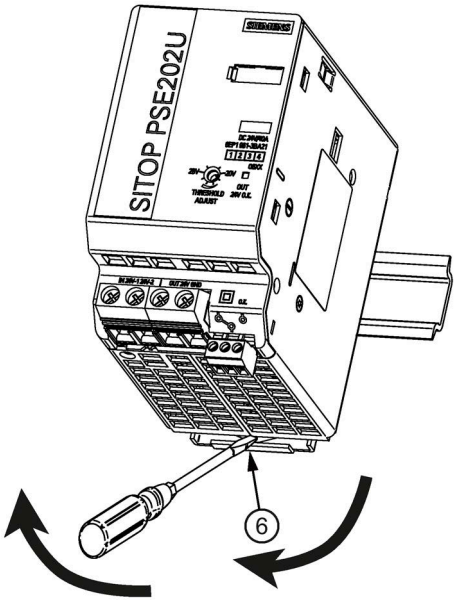

Figure 3-2 Mounting/removal
To remove, pull up the slider ⑥ using a screwdriver (see Figure 3-2 Mounting/removal (Page 47)) and disengage the device at the bottom edge of the standard mounting rail. Then you can remove the device from the upper edge of the standard mounting rail.